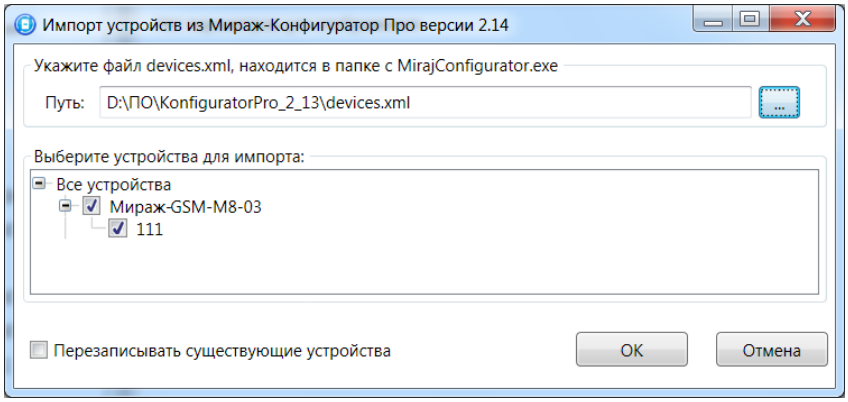

Рис. 11.7. Выбор устройств для импорта
4. В окне *Импорт устройств* выберите флажками устройства, которые необходимо импортировать (по умолчанию выбраны все). При необходимости установите флажок *Перезаписывать существующие устройства*, что приведет к замене информации о добавленных ранее в новую версию программы устройствах на импортируемую информацию в случае совпадения серийных номеров устройств. Нажмите кнопку *OK* (рис. 11.7).